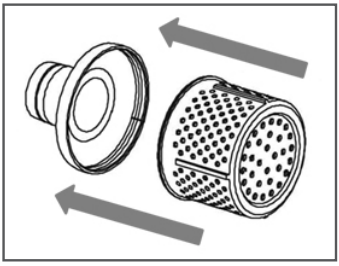

Рис. 3 Сборка всасывающего фильтра
1. Соедините верхнюю и нижнюю часть всасывающего фильтра (Рис. 3).